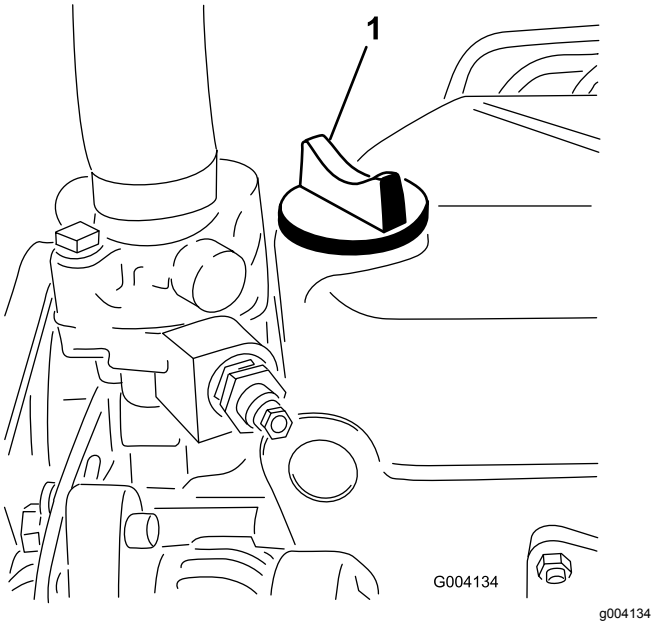

Figur 21
5. Hvis olieniveauet er under Full-mærket, skal du fjerne påfyldningsdækslet (Figur 21) og fylde olie på, indtil niveauet når FULL-mærket på målepinden. **Fyld ikke for meget på.**